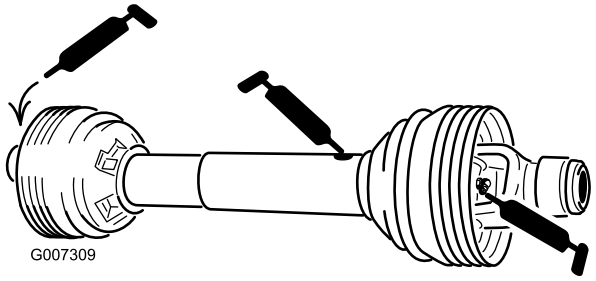

**Figur 24**
Kraftudtagsaksel (3) (Figur 24)